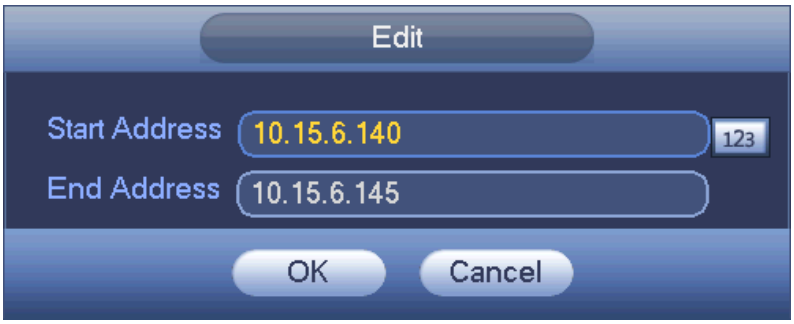

Figure 4-134
- Edit: Click it to edit start address and end address. See Figure 4-134. System can check the IP address validity after the edit operation and implement IPv6 optimization.